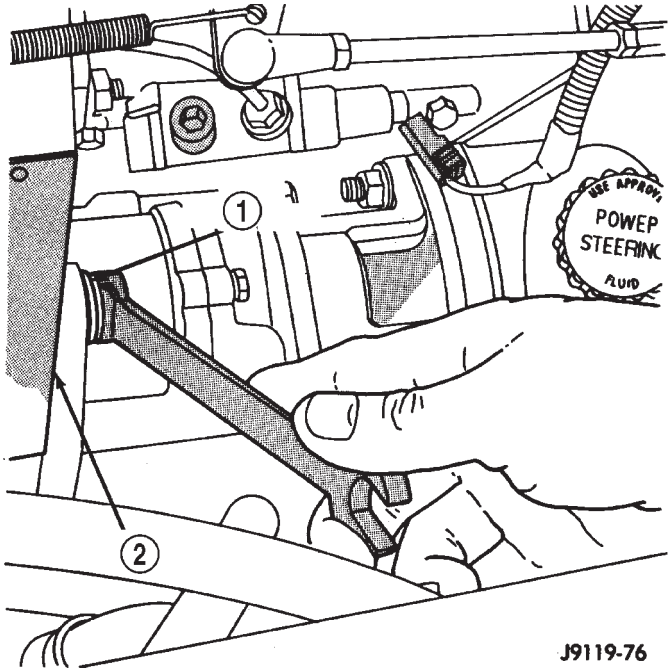
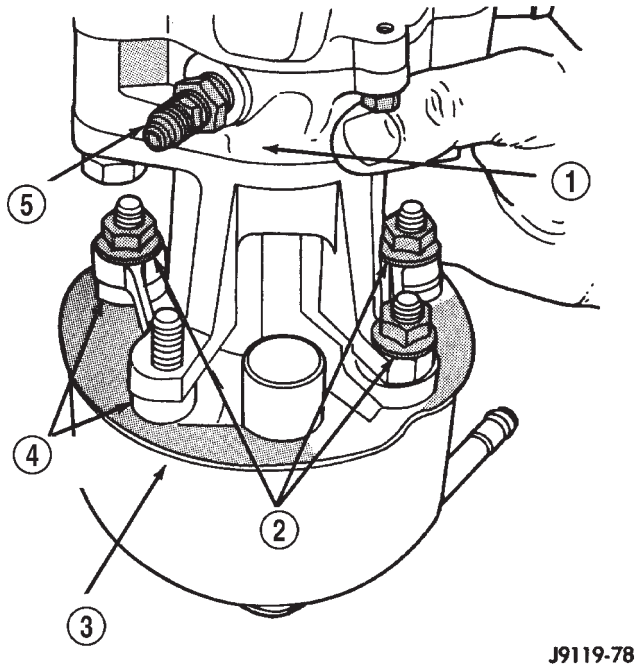

Fig. 7 Pump Assembly Upper Bolt
Fig. 8 Bracket Mounting Nuts
(6) Remove upper bolt from the pump assembly (Fig. 7) and remove the assembly.
(7) Remove the mounting gasket.
(8) Remove the steering pump to vacuum pump bracket attaching nuts (Fig. 8).